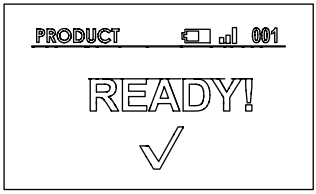

Fig. 7
En el modo de espera (fig. 7) se visualiza el producto (1) asociado al enrollador, el nivel de carga de las pilas (2), la cobertura inalámbrica (3) y el número de enrollador (4) emparejado.